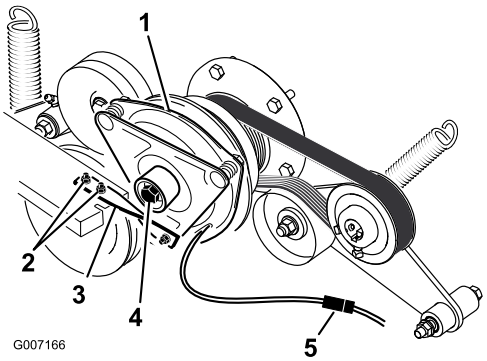

**Figur 60**
6. Tag koblingsstikket ud (Figur 60).
7. Fjern de to bolte, der fastholder gummikoblingsarmen til plæneklipperrammen (Figur 60).
8. Fjern den midterste bolt, der fastholder koblingen til motorens aksel, og fjern koblingen og nøglen (Figur 60).
15. Mens krumtapakslen holdes på maskinens bagende, monteres midterbolten og spændes til et moment på 68 Nm (Figur 60).
16. Monter gummikoblingsarmen på plæneklipperstellet med de to bolte og møtrikker, du fjernede tidligere (Figur 60).
18. Sæt koblingsstikket i (Figur 60).